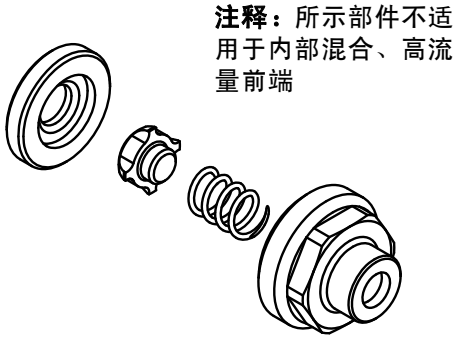

图 16
11. 将新的止回阀座（ 816 ）安装到扩散器中。查看图 16 阀座方向。